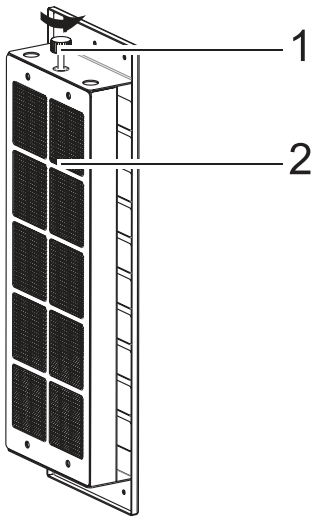

Abb. 27
2. Aktivkohlefilter Verbindungsschraube (Abb. 27/1) in Pfeilrichtung abschrauben.